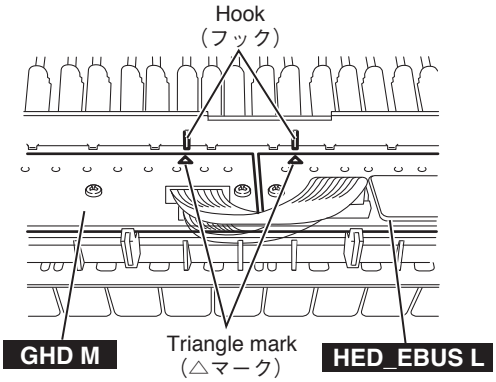

Fig.21（図 21）
* ***When installing the circuit boards, set it under hooks to align the triangle marks of the circuit board and projection parts of the frame. (Fig.21)***
※ **シート基板を取り付ける際は、フレーム裏側にあるフック位置と基板の△マークが一致していることを確認してください。(図 21)**